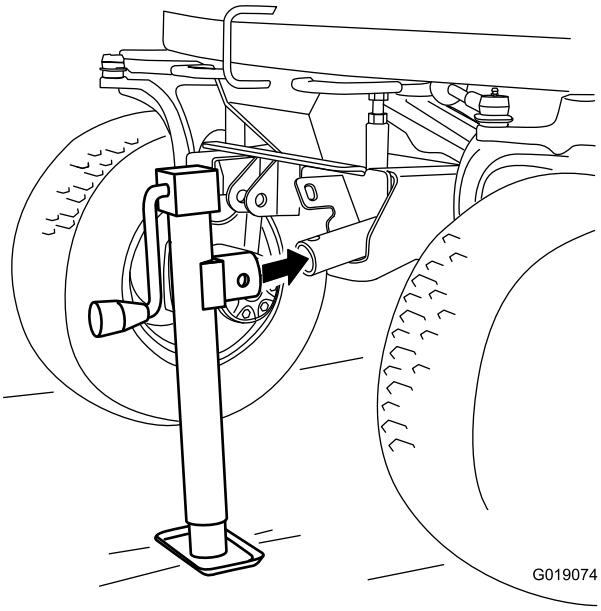

Figuur 6
2. Monteer de naaf van de krik over de naaf van de krikbeugel (Figuur 6).